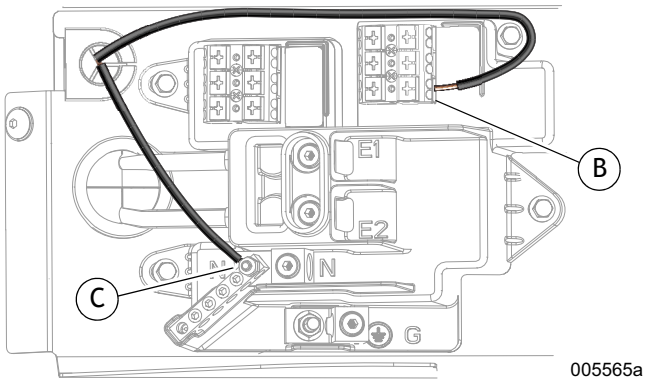

Рисунок 13. Клеммная колодка ввода
2. См. *Рисунок 13*. Присоедините выводные провода нагревателя к клемме T1 (B) и к шпильке нейтрали (C), как показано на рисунке.